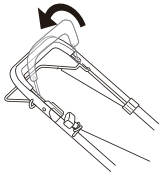

Fig. 6B
2. Para arrancar el motor con la manija de arranque, sujeta la barra de control del freno hasta la manija superior. (Fig.6B)